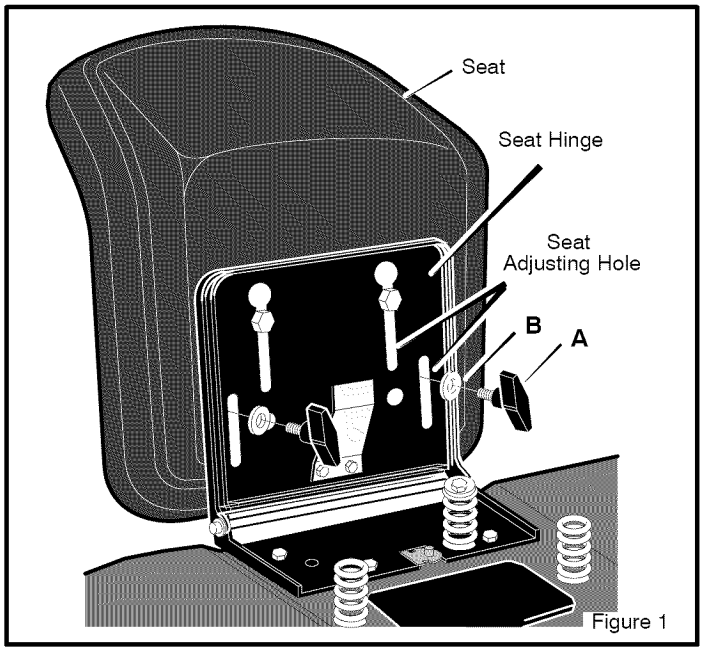

Figure 1
2. Align the holes in the **seat hinge** to the holes in the **seat** (Figure 1). Fasten the **seat** to the **seat hinge** with the fasteners as shown.
3. Check the operating position of the **seat.** If the **seat** needs to be adjusted, loosen the two **wing bolts**. Slide the **seat** forward or backward along the **seat adjusting holes** as shown. Tighten the **wing bolts (A).**